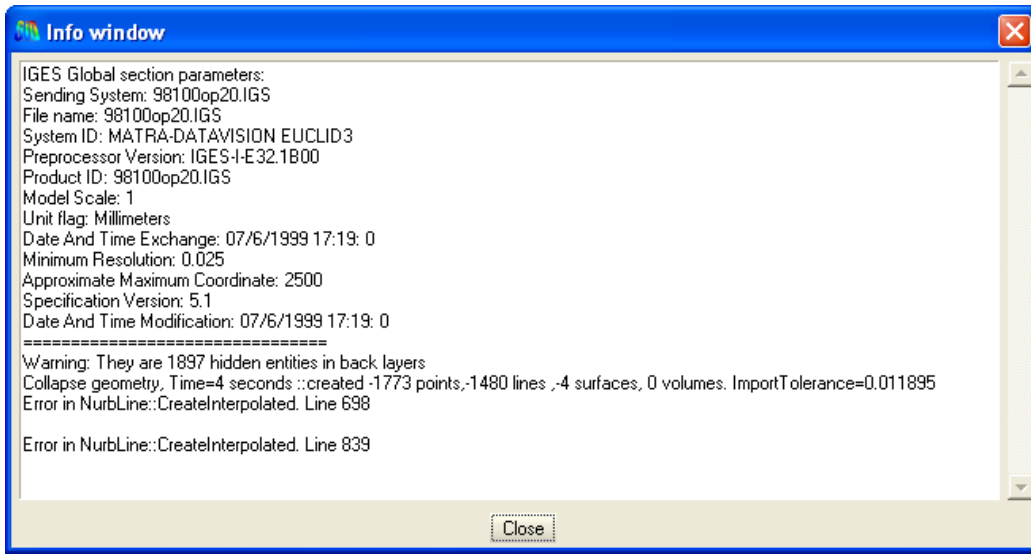

Figure 3. Importing process information.
***NOTE**: One of the operations in the importing process is collapsing the model (Figure 3). We say that two entities collapse when, the distance between them being less than the **Import Tolerance**, they become one.*